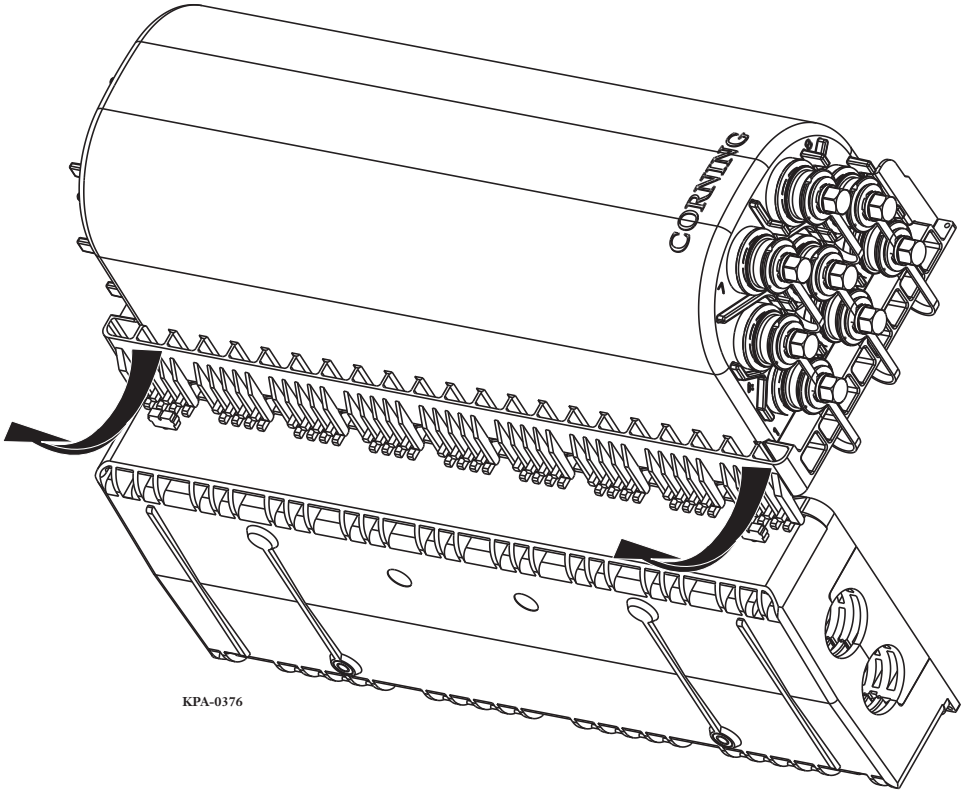

Figure 3
Step 3: Position the cover at a 90-degree angle from the base. Push down on the hinge pins until they are free of the hinges in the base. Pull the cover toward you and lift it away from the terminal (Figure 3).